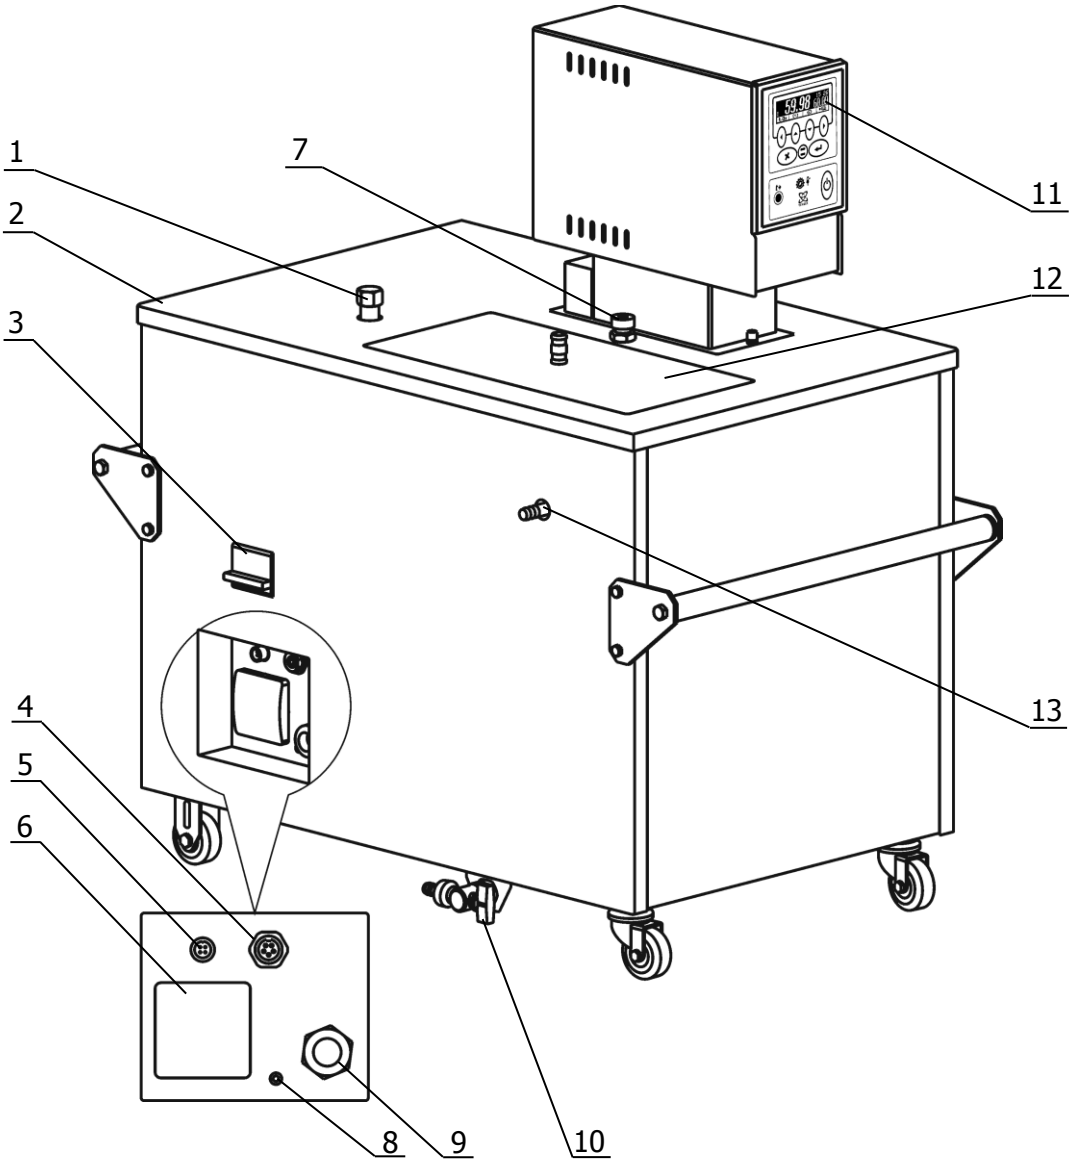

Рисунок 1 — Внешний вид термостата «СТТ-40»
1.4.3 Циркуляция теплоносителя и поддержание заданной температуры посредством нагрева осуществляется блоком регулирования температуры 11 (рисунок 1). Механизм поддержания заданной температуры теплоносителя описан в документе «ТКЛШ 3.222.009-19 РЭ. Блок регулирования температуры погружной циркуляционный «М19».
2.2.1 Выбрать место установки термостата вдали от источников тепла и со свободным доступом воздуха таким образом, чтобы расстояние от боковых стенок термостата, имеющих вентиляционные отверстия, до другого оборудования или стен помещения было не менее 0.4 м. Для обеспечения свободного доступа к сетевому выключателю 3 рисунок 1, расстояние от левой боковой стенки термостата до другого оборудования или стен помещения должно быть не менее 1 м. На месте эксплуатации термостата должны быть необходимые питающие напряжения в пределах досягаемости соответствующих электрических кабелей.
2.2.8 Заземлить термостат с помощью клеммы 8 (рисунок 1).
2.2.9 Соединить разъем 4 (рисунок 1) кабелем из комплекта поставки термостата с соответствующим разъемом на блоке регулирования, совместив ключи на разъемах и вставив их до щелчка.
2.2.10 Соединить разъем 5 (рисунок 1) кабелем из комплекта поставки термостата с соответствующим разъемом на блоке регулирования, совместив ключи на разъемах и вставив их до щелчка.
2.2.11 Подключить шнур электропитания блока регулирования к розетке 6 (рисунок 1) термостата.
2.2.12 Подключить сетевую вилку термостата к трехфазной сети, при этом автоматический выключатель 3 (рисунок 1) должен быть выключен.
2 - перед заполнением термостата теплоносителем закрыть сливной кран 10 (рисунок 1);
4 - отвернуть пробку заправочной горловины 1 (рисунок 1), установить в нее воронку из комплекта поставки;
5 - включить термостат, переведя выключатель 3 (рисунок 1) в положение включено. При этом, после включения блока регулирования, сработает защита от пониженного уровня теплоносителя (см. «ТКЛШ 3.222.009-19 РЭ. Блок регулирования температуры погружной циркуляционный «М19»);
11 - выключить термостат, переведя выключатель 3 (рисунок 1) в положение выключено;
2.3.2 Для слива теплоносителя из термостата открыть сливной кран 10 (рисунок 1). После слива теплоносителя закрыть кран. При необходимости надеть на кран сливной шланг из комплекта поставки термостата, закрепив его соответствующим хомутом.
2.4.3 Включить термостат, переведя выключатель 3 (рисунок 1) в положение включено.
2.4.7 По окончании работы перевести блок регулирования в режим ожидания. Выключить термостат, переведя выключатель 3 (рисунок 1) в положение выключено.